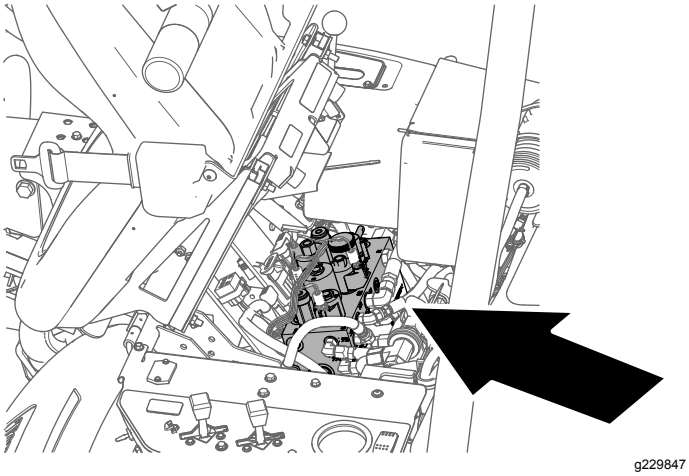

Figur 64
2. Vip førersædet fremad, og fastgør det med støttepinden (Figur 64).